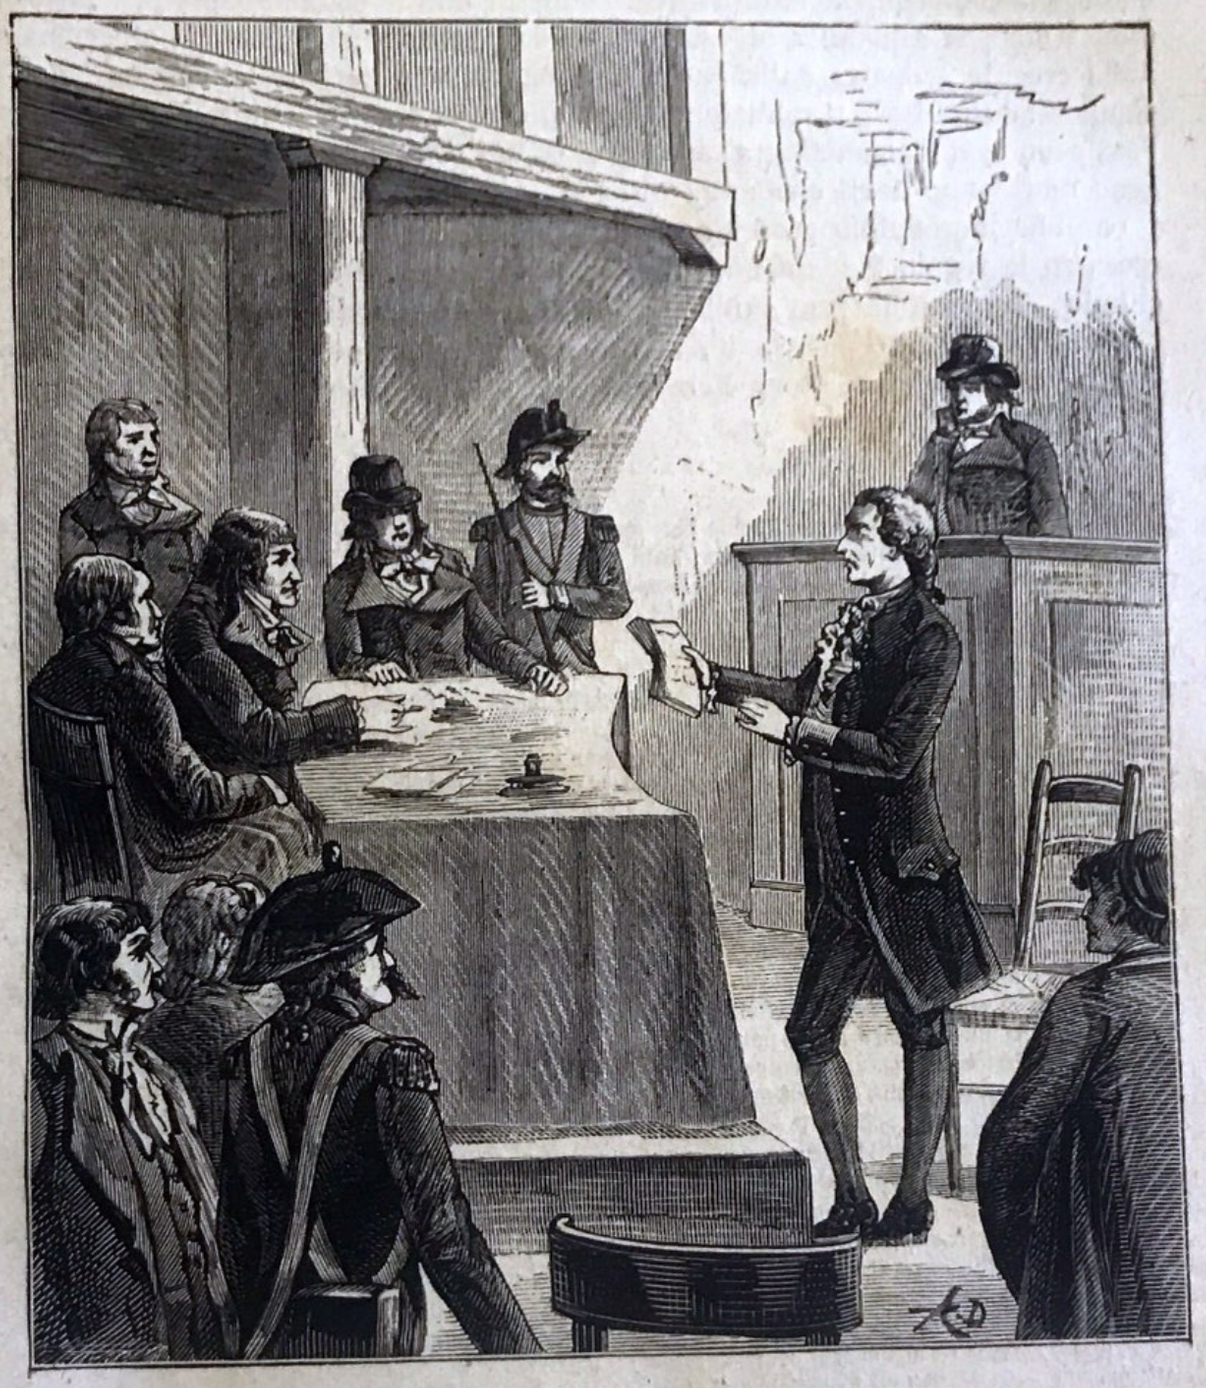

Fig. 2. — LAVOISIER DINANZI AL TRIBUNALE RIVOLUZIONARIO.
(1) LAVOISIER (Antonio Lorenzo), l'uomo più completo, e fors' anche, al dire di Dumas, il più grande che la Francia abbia prodotto nelle scienze. Nato a Parigi il 16 agosto 1743 figlio di un ricco negoziante, ebbe a maestri gli uomini più dotti di quel tempo, l'abate di Lacaille per le matematiche e l'astronomia, Jussieu per la botanica, Guettard per la geologia, Rouelle per la chimica. A ventun anni, era già laureato dall'Accademia delle scienze, di cui fu membro a venticinque anni. Allora si dedicò esclusivamente alle scienze, e, lavoratore instancabile, domandò il posto di appaltatore generale più che altro per sopperire alle spese di esperimenti dispendiosi. Nel 1776, fu nominato direttore della fabbricazione delle polveri e dei salnitri, e, a prezzo di esperimenti che poco mancò gli costassero la vita, come anche a Berthollet, riuscì a quintuplicare la produzione, liberando in tal guisa la Francia dal tributo che essa pagava all' Inghilterra ed all'Olanda. Deputato supplente all' Assemblea nazionale, fu nominato, nel 1791, commissario della Tesoreria e, per semplificare la percezione delle imposte propose un nuovo piano sotto il titolo: *Della ricchezza territoriale.* Formò parte eziandio della commissione nominata dalla Convenzione incaricata di creare il nuovo sistema di pesi e misure, e, come tesoriere dell'Accademia, riordinò i conti e gli inventarii. Come scienziato, lo si può dire il padre della chimica moderna; dai suoi studii, assidui e meravigliosi, è uscita la nuova dottrina chimica, formulata in una guisa chiara e precisa nel suo *Trattato di chimica*, pubblicato nel 1789, e solo da quell'epoca questa scienza ha preso gli andamenti di una scienza esatta. Ma questo lavoratore indefesso, questo scienziato laborioso, indagatore universale, fu in politica e nelle terribili circostanze che allora la Francia attraversava, un colpevole. Avrebbe dovuto abbandonare il suo posto di appaltatore generale; ma, dice Beniamino Gastineau, l' insaziabilità sembra essere stato il suo principale difetto. Non solamente conservò privilegi esorbitanti, contro i quali la Rivoluzione doveva necessariamente sollevarsi, ma non lo si vide mai fra i partigiani della libertà; portò nella politica il suo spirito dispotico e autoritario. Vittima del suo amore per la ricchezza, fu compreso nella infornata dei ventotto appaltatori generali che, l'8 gennajo 1794, scontarono con la vita le loro concussioni ed i loro atti reazionarii (fig. 2 a pag. 9). « Un uomo sì raro e sì straordinario come Lavoisier, ha scritto Lalande, avrebbe dovuto esser rispettato dagli uomini meno istruiti e più malvagi; per condannarlo bisognava che il potere fosse caduto in mano di una bestia feroce. » Inspirandosi a quella requisitoria, i fabbricatori di biografie non tralasciarono di rimproverare alla Rivoluzione su tutti i toni la morte di Lavoisier. « Ma perchè i più tristi possano ricredersi, dice Hœfer, bisogna anzitutto insegnar loro quello che ignorano. Bisognava mostrare a quella « bestia feroce » che essa avrebbe commesso un delitto di lesa umanità immolando un uomo che con i suoi studii e con le sue scoperte aveva dilatato i confini della scienza; bisognava esporre agli sguardi di tutti che Lavoisier consacrava il suo tempo, il suo patrimonio e le rendite della sua carica a produrre nell'ordine intellettuale una rivoluzione grande al pari di quella che si produceva allora nell'ordine politico e sociale; bisognava mostrare che quelle due rivoluzioni erano sorelle, e che sarebbe stato macchiare la patria di un delitto irreparabile col mandare sul patibolo uno dei suoi più gloriosi figli. L'Accademia delle scienze avrebbe onorato sè stessa, se fosse andata in corpo davanti al tribunale rivoluzionario a reclamare uno dei suoi membri; se mediante uno sforzo supremo avesse tentato di strappare alla ignoranza popolare ed alle passioni scatenate una vittima sì illustre. » Perchè non è intervenuta? perchè Guyton di Morveau, Fourcroy, non solamente suoi colleghi all'Accademia, ma anche membri della Convenzione, non hanno tentato di salvarlo? Forse perchè non poteva essere salvato.